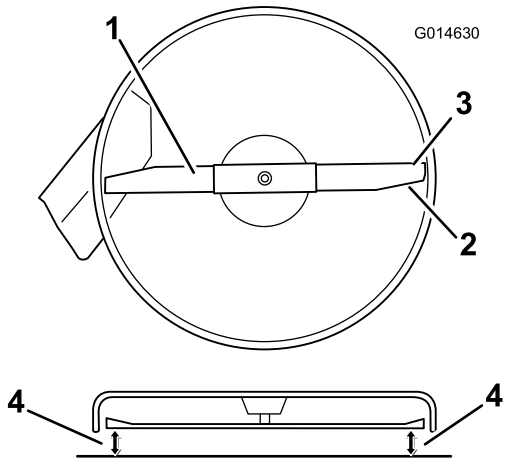
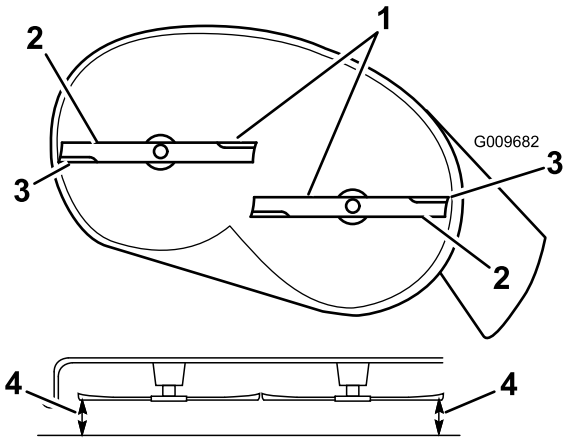

**Figur 57**
**Figur 58**
4. Roter kniven(e) forsiktig så alle er på tvers (Figur 57 og Figur 58).
5. Mål avstanden mellom de ytterste knivkantene og det flate underlaget (Figur 57 og Figur 58). Hvis begge målene ikke er innenfor 5 mm, er det nødvendig med justering. Fortsett med denne prosedyren.